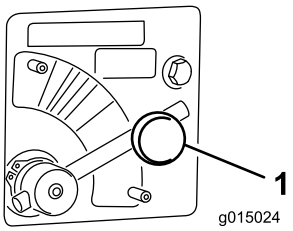

Figur 33
1. Løsn grebet, der holder armen til spinderventilen fast (Figur 33).
2. Roter armen til spinderventilen til den ønskede farve (Figur 33).
Flyt armen til spinderventilen til den **BLÅ** del (MAKSIMAL HASTIGHED) (Figur 33). Når armen er drejet så langt som muligt med uret, bør den stå vandret.